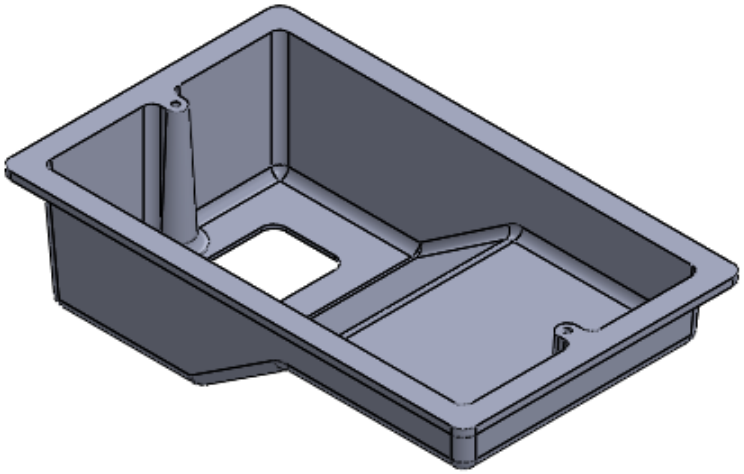

Figure 21-36 *Final model of the Plastic Cover*
3. Save the model. Figure 21-36 shows the final model created using the standard modeling tools.